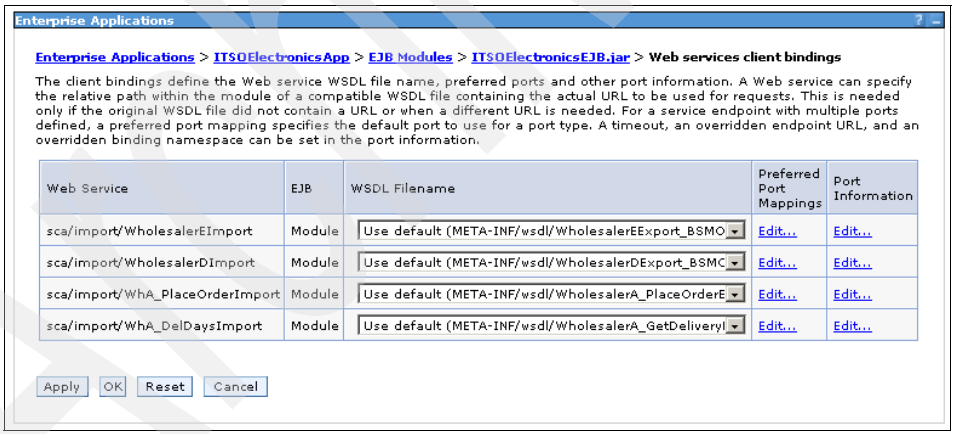

Figure 11-78 Web services client bindings
6. In the next panel (see Figure 11-78), in the Port Information column in the sca/import/WholesalerDImport row, click **Edit**.